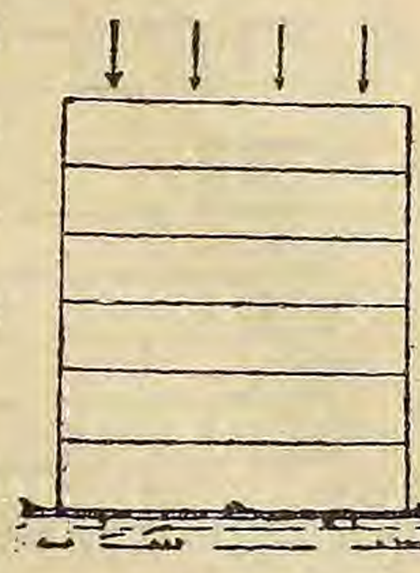
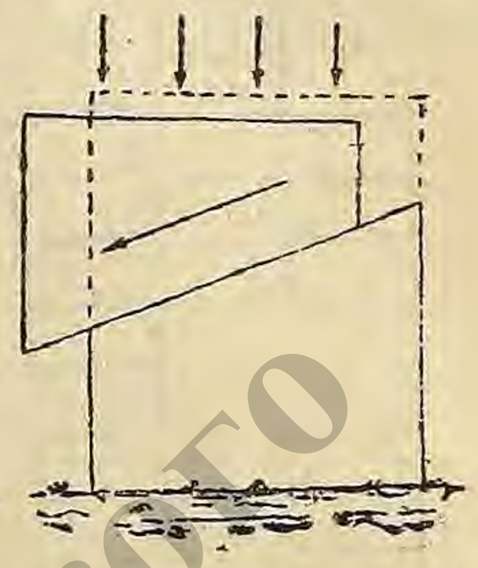

Рис. 534.
Рис. 535.
2) Камни укладываются *слоями*, при чем каждый слой должен быть *перпендикулярен* тому *усилию*, какому будет подвергаться кладка. А так как в строениях это усилие будет вес сооружения, т.-е. оно будет вертикально, то отсюда следует, что ряды кладки должны быть *горизонтальны* (рис. 534). Если же ряды не будут горизонтальными, то может случиться скольжение одного ряда по другому (рис. 535).